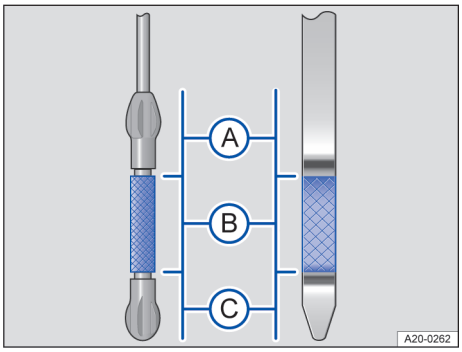

Fig. 197 Jauges d'huile avec repère pour niveau d'huile-moteur (variantes)
7. Retirez de nouveau la jauge d'huile puis lisez le niveau d'huile sur la jauge comme suit → fig. 197 :
13. À la fin de l'appoint, le niveau d'huile doit se situer au milieu de la zone → fig. 197 Ⓑ. Le niveau d'huile ne doit pas se situer dans la zone → fig. 197 Ⓐ → ⓘ.
14. Si vous avez ajouté par inadvertance trop d'huile-moteur et que le niveau d'huile se trouve dans la zone → fig. 197 Ⓐ, ne démarrez pas le moteur. Faites appel à un spécialiste.
- Si le niveau d'huile se trouve dans la zone → fig. 197 Ⓐ, ne démarrez pas le moteur et faites appel à un spécialiste agréé.